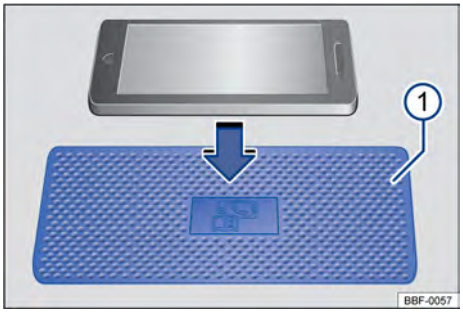

Fig. 120 Porta-objetos com esteira para a função de carga sem fio. O símbolo no tapete de revestimento pode ter uma aparência diferente em alguns veículos.
Dependendo da versão do veículo, a área de carregamento → Fig. 120 ① para a função de carregamento sem fio está localizada no centro do console central ou no compartimento de armazenamento na área entre os bancos da frente.